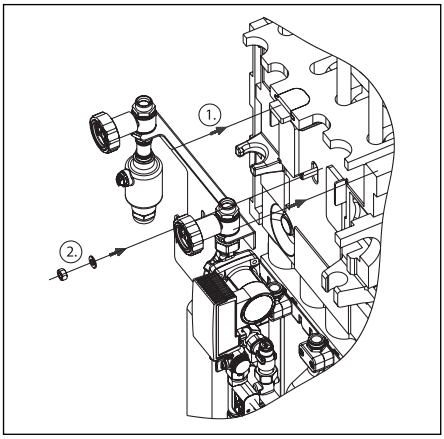

Abb. 17 Montage Solargruppe
– Die Solargruppe in die Halterung einhängen (Abbildung 17 Punkt 1) und mit einer Unterlegscheibe und einer Sicherungsmutter fixieren (Punkt 2)